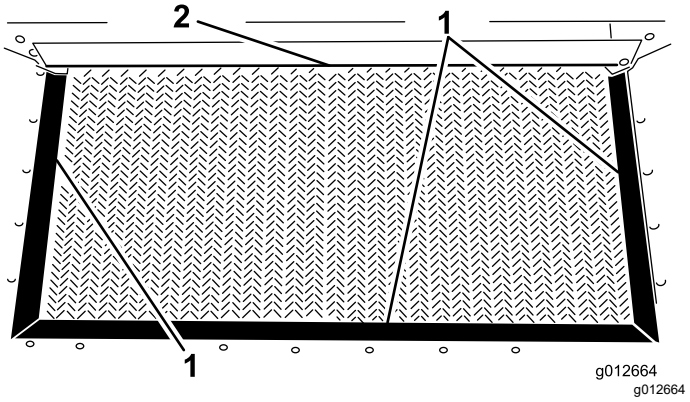

**Figuur 27**
3. Controleer de afdichtingen van de hopper en de laadkleprand op slijtage of gescheurde randen (Figuur 27).